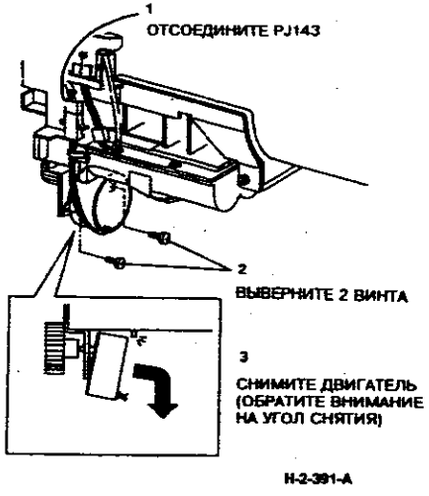

**Рисунок 4. Снятие двигателя подачи тонера**
7. (Рисунок 4) Снимите двигатель подачи тонера.